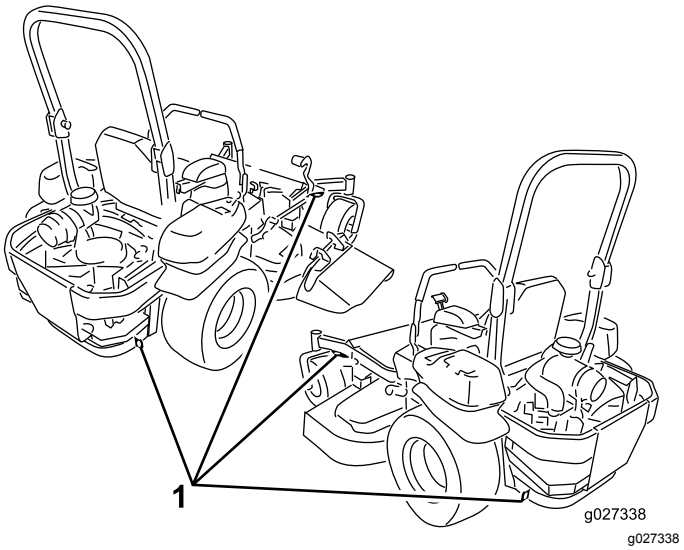

Figur 42
6. Fest maskinen nær de fremre styrehjulene og den bakre støtfangeren med stropper, kjettinger, kabler eller tau (Figur 42). Se lokale bestemmelser for krav om festing.